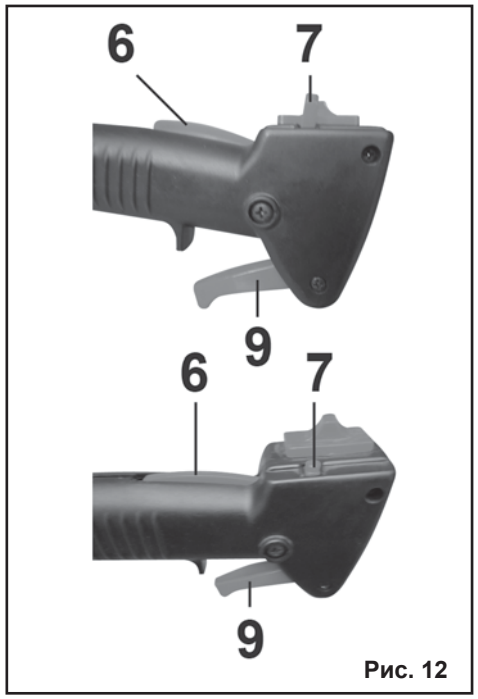

Рис. 12
7.4.4. Затем нажмите кнопку фиксации (7) (Рис.12) и отпустите рычаг управления дроссельной заслонкой (9). **Рычаг управления дроссельной заслонкой (9) должен зафиксироваться в нажатом положении.** (Рис. 12).